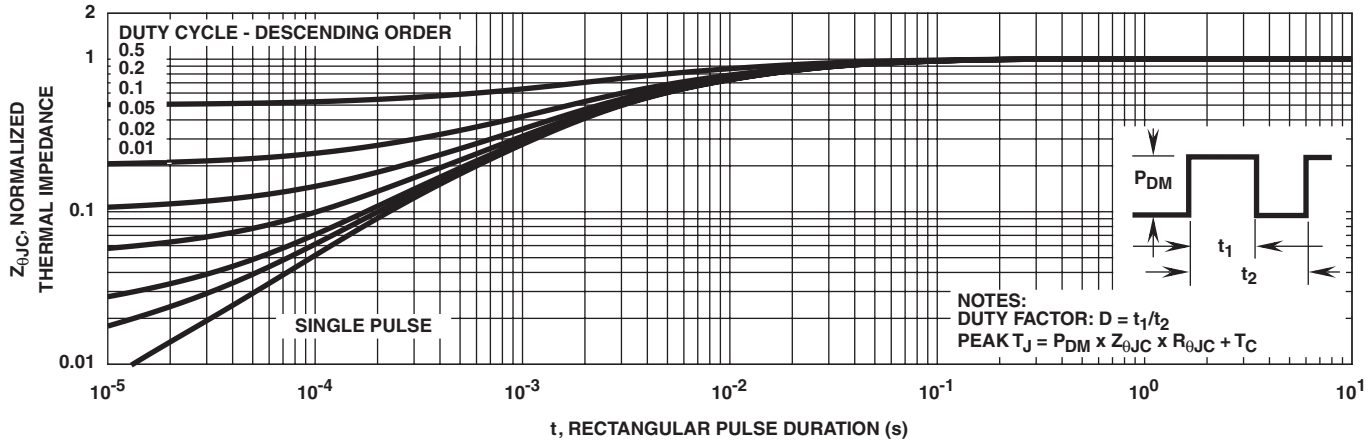
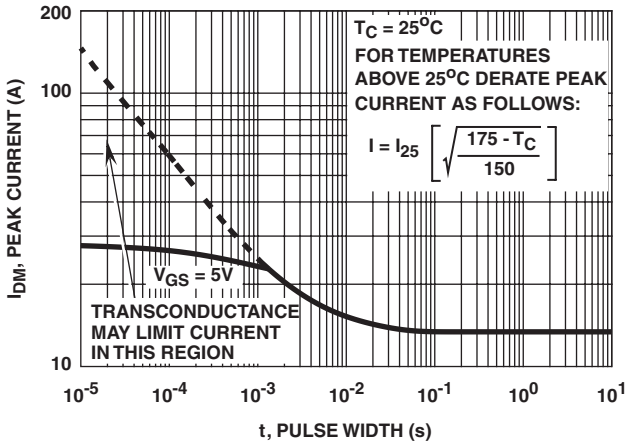

FIGURE 3. NORMALIZED TRANSIENT THERMAL IMPEDANCE
FIGURE 5. PEAK CURRENT CAPABILITY
3. Repetitive Rating: Pulse Width limited by max junction temperature. See Transient Thermal Impedance Curve (Figure 3) and Peak Current Capability Curve (Figure 5).